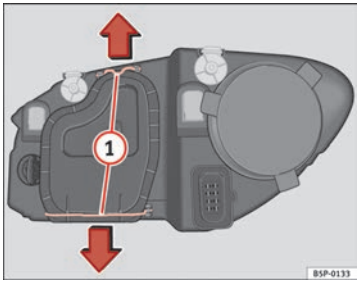

Fig. 183 Dipped beam headlights
– Move the loops ⇒ Fig. 183 (1) in the direction of the arrow and remove the cover.